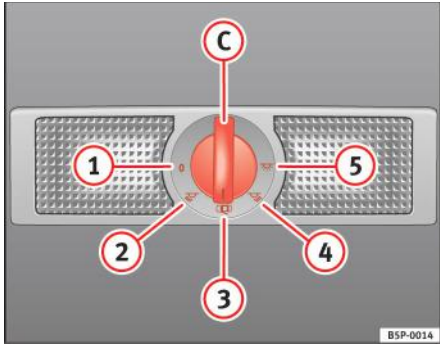

Fig. 81 Capitonajul plafonului: lumini interioare şi lămpi de lectură spate.
Comutatorul ⇒ fig. 81 (C) este utilizat pentru a selecta următoarele poziții:
În poziția ⇒ fig. 81 (1) a comutatorului, luminile interioare şi lămpile de lectură sunt stinse.